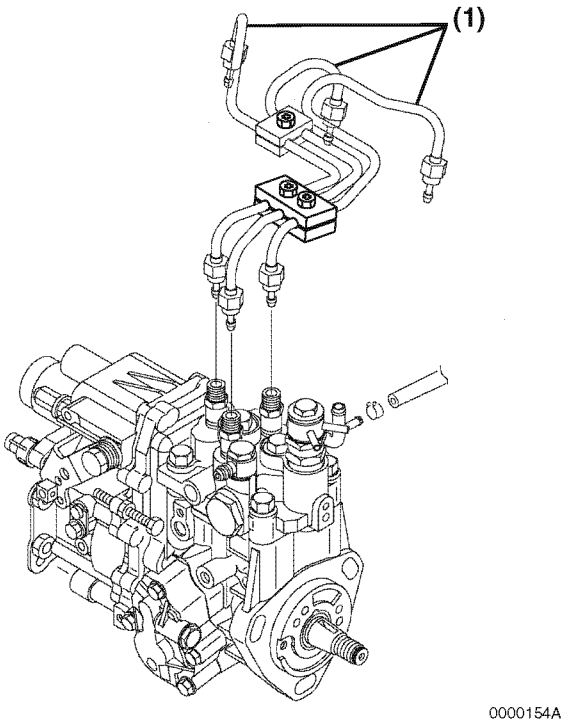

Figure 7-48
2. Remove the high-pressure fuel injection lines as an assembly **(Figure 7-48, (1))**.